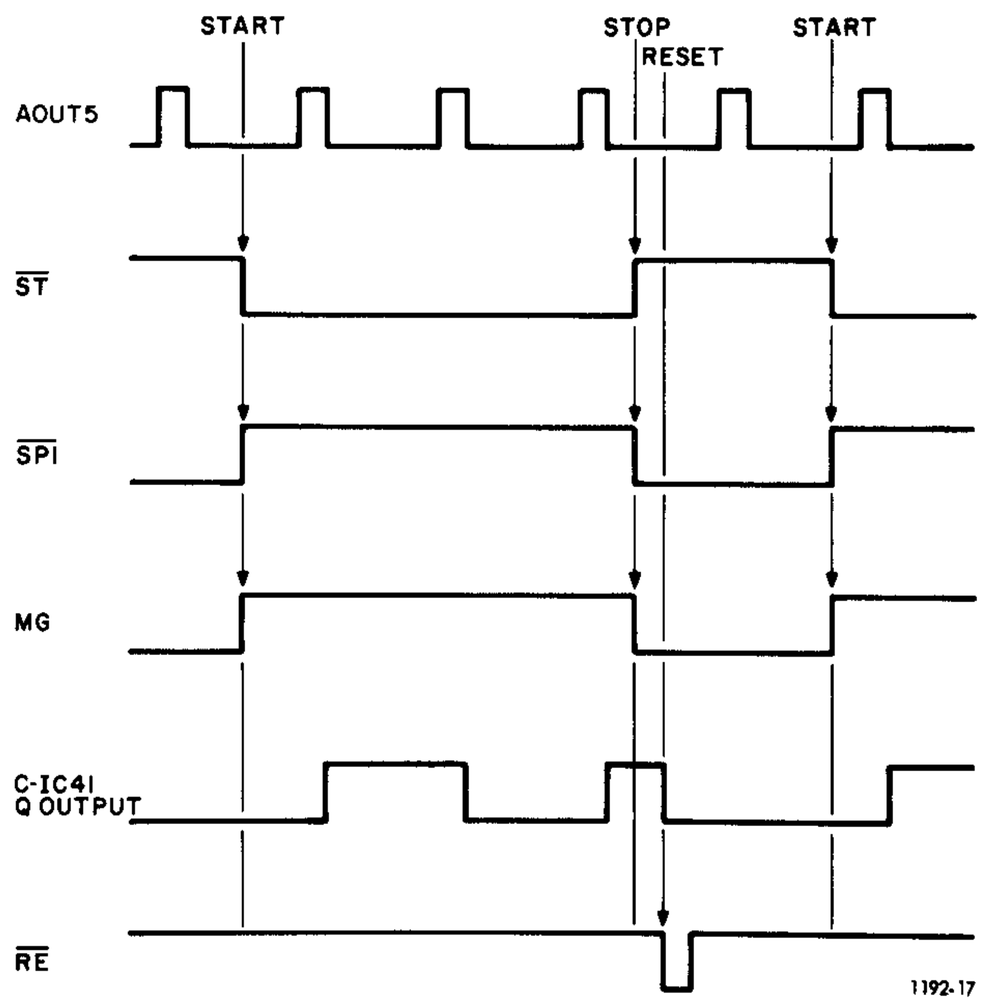

Figure 4-7. Count mode timing diagram.
Start. When the count button is depressed (START, Figure 4-7), $\overline{ST}$ goes to 0 and the main-gate output signal (MG) goes to 1 (gate open). At this point, the counting decades start counting the INPUT A signal AOUT5. The counting lamp also comes on, to indicate that a measurement is being taken.